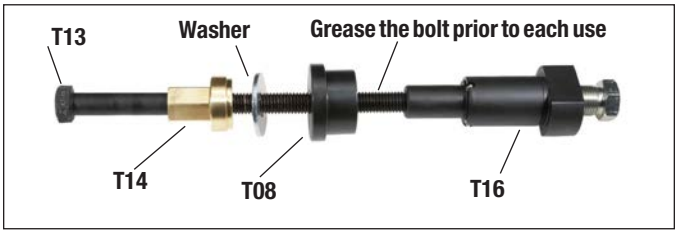

Figure 77 – Long Guide Pin Bushing Installation and Dimpling Tool
5.6.19 Place the washer and thread the brass nut (T14) on to the bolt (T13) followed by the flange (T08). *See Figure 77.*